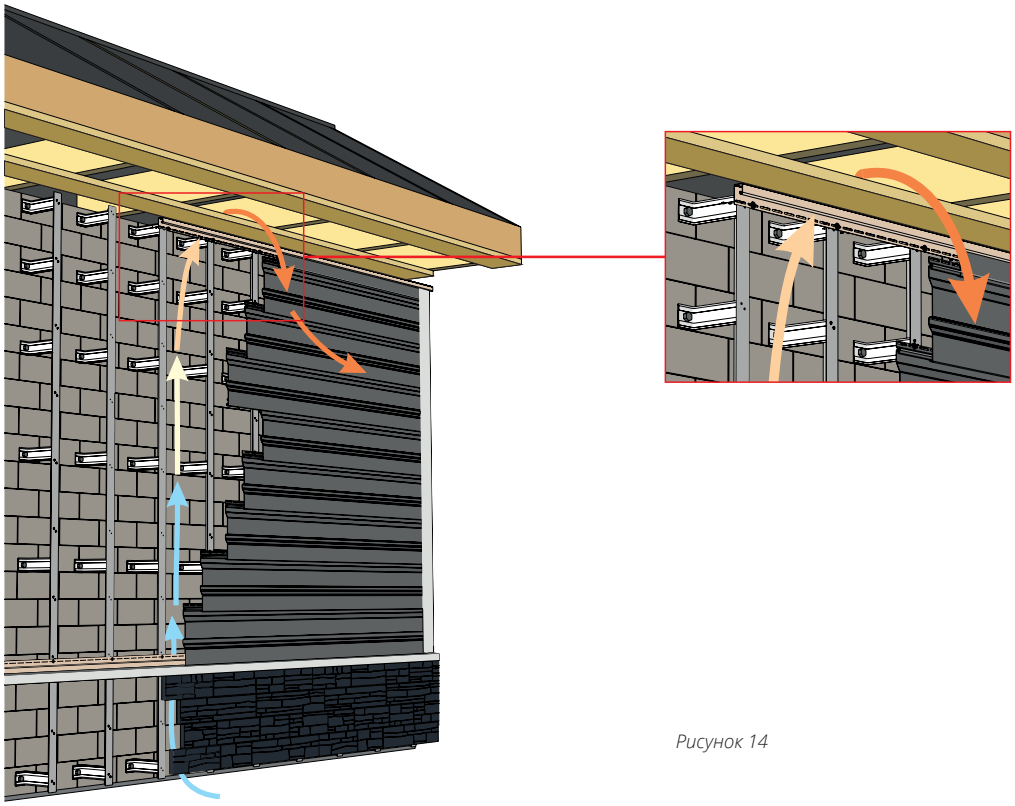

*Рисунок 14*
**9.5** Софитная группа не должна перекрывать вентиляционный канал, мешать движению воздуха под сайдингом (рис. 14). Для организации выхода из вентканала используйте вентилируемую подшивку свеса. Например, полностью перфорированный софит или софит Estetic.